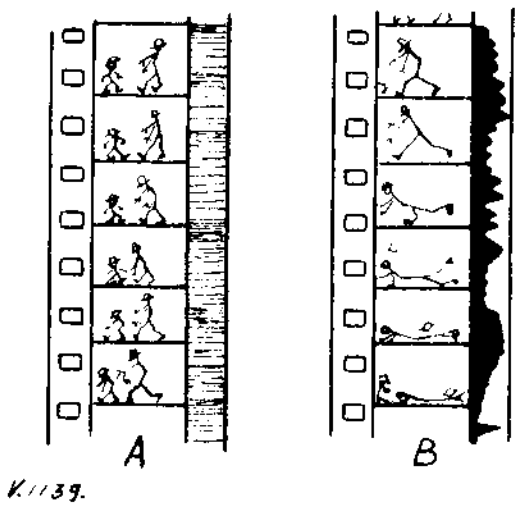

Fig. 3. A = Transversaal-methode. B = Amplitude-methode
3. De optische methode (fig. 3)
Philips-Miller systeem. Deze methode wordt bij de geluidsfilm toegepast. Het geluid wordt hierbij op een randje van de film gefotografeerd, zoals aangegeven in Fig. 3.